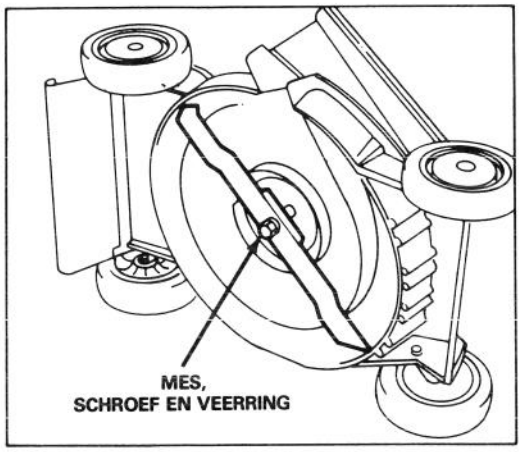

Afbeelding 12
2. Zet de maaier op de linkerzijde (Afb. 12).
3. Zet de maaier op de linkerzijde (Afb. 12).
5. VERWIJDEREN VAN HET MES — Pak het mesuiteinde met een doek of dikke gewatteerde handschoen. Verwijder de messchroef, de veering en het mes (Afb. 12).